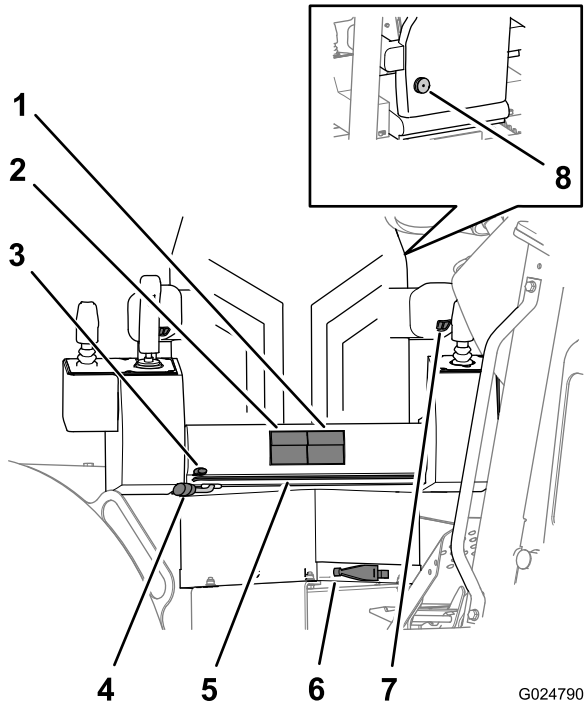

Figura 17
- **Pulsanti altezza sedile**: utilizzateli per regolare il cuscino del sedile in su o in giù (Figura 17).
- **Pulsanti scorrimento sedile**: utilizzateli per far scorrere il cuscino del sedile in avanti o indietro (Figura 17).
- **Leva di scorrimento telaio sedile**: utilizzate questa leva per regolare l'intero sedile e telaio in avanti o indietro (Figura 17).
- **Leva di scorrimento base sedile**: utilizzate questa leva per spostare la base del sedile in avanti o indietro sul telaio (Figura 17).
- **Leva rotazione sedile**: utilizzate questa leva per sbloccare il sedile in modo da poterlo ruotare nella posizione desiderata. Il sedile ruoterà di 360° e si bloccherà in posizione a incrementi di 10° (Figura 17).
- **Compensatore peso sedile**: ruotate questa leva per fare in modo che il compensatore del peso regoli la tensione di supporto del sedile in base al peso dell'operatore (Figura 17).
Ruotate il controllo dell'altezza del bracciolo per sollevare o abbassare il bracciolo (Figura 17).
Ruotate la manopola lombare sedile, posta dietro il sedile, per regolare il supporto lombare dello schienale per il massimo comfort (Figura 17).